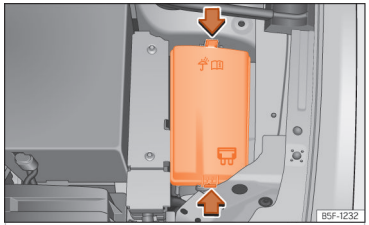

**Fig. 217** In the engine compartment: lid of the fuse box.
- Press the locking tabs to unlock the fuse box cover ››› Fig. 217.